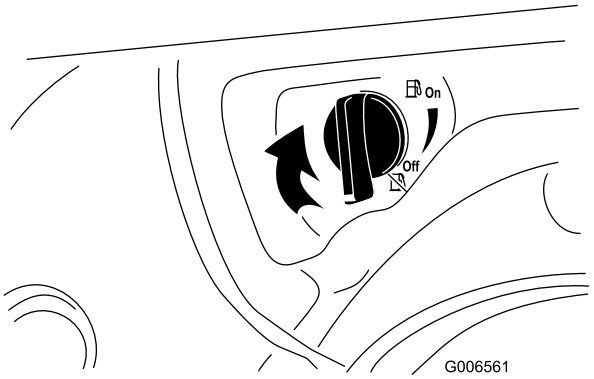

Figur 28
4. Stäng bränslekranen genom att vrida den medsols (Figur 28).